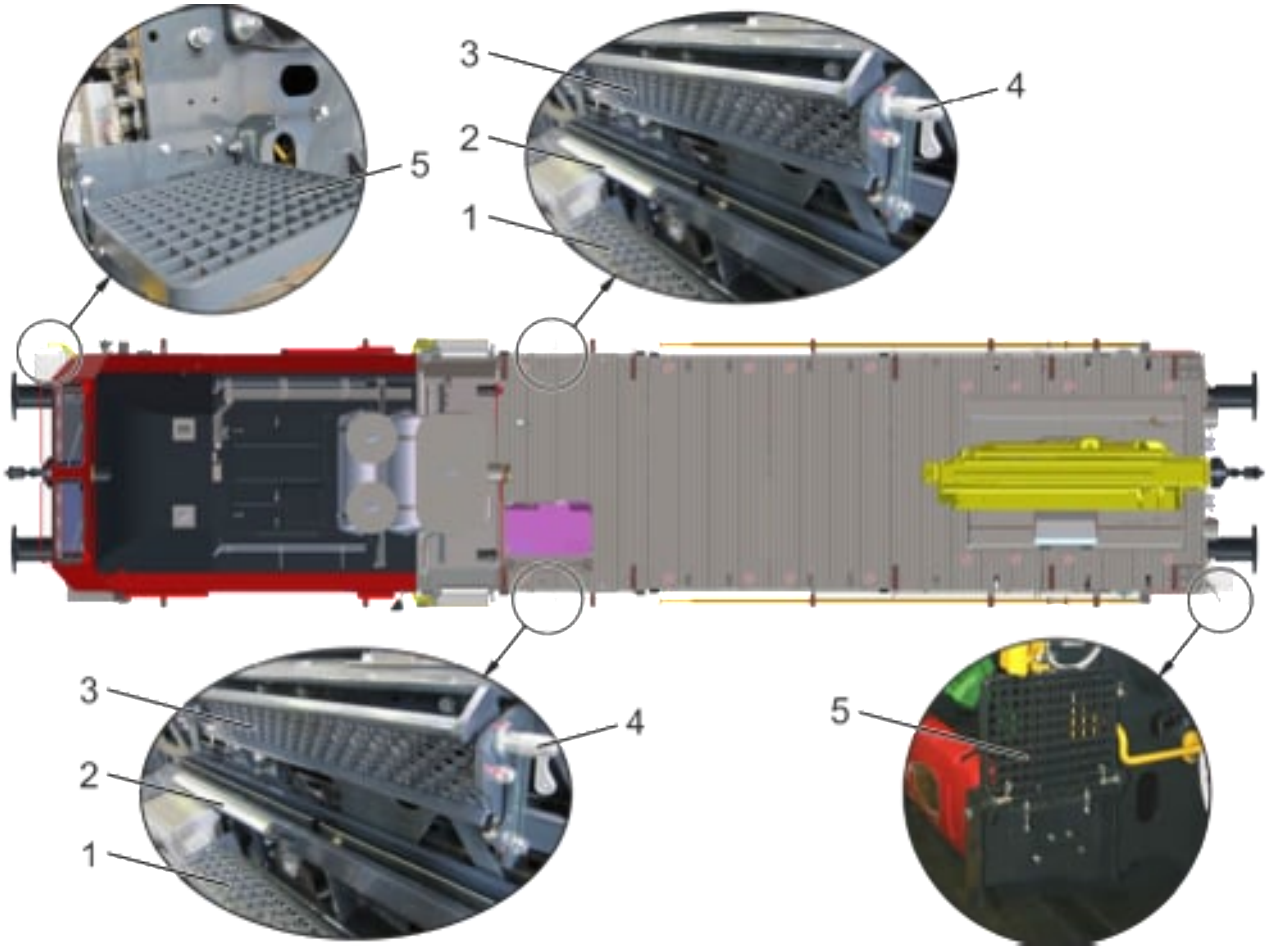

Fig. 10: Scaletta e predellini di manovra
Dietro alla cabina, su entrambi i lati del veicolo si trovano due scalette, cfr. Fig. 10 (1). Le scalette (1) permettono di salire e scendere dal veicolo.
Sul veicolo sono montati due predellini ribaltabili: uno davanti a destra in corrispondenza della cabina di guida, e l'altro nel settore della gru a sinistra (senso di marcia 1), cfr. Fig. 10 (5); per fissarli nella posizione desiderata basta agire sull'apposito blocchetto a molla.